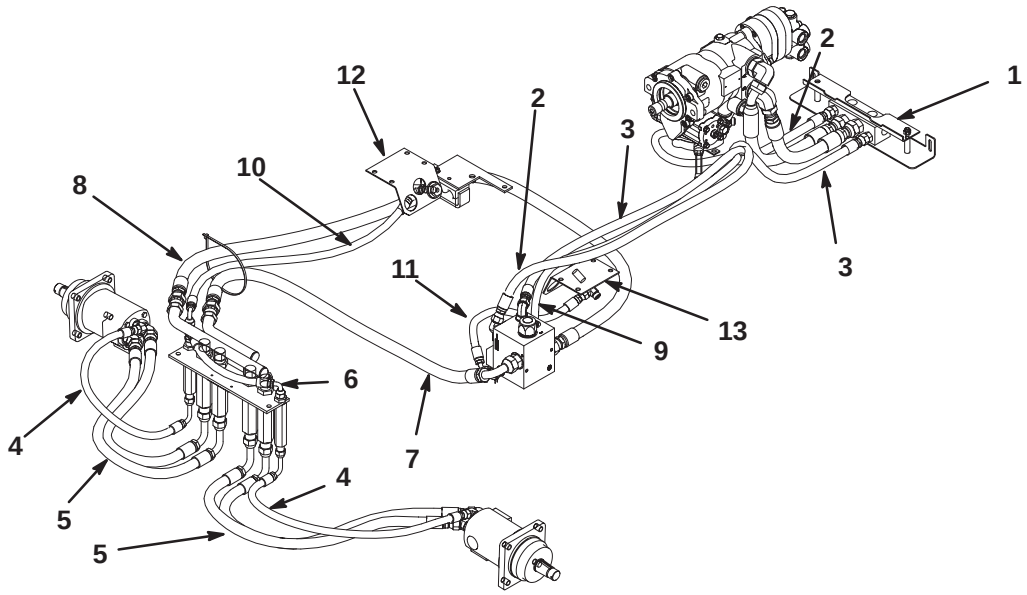
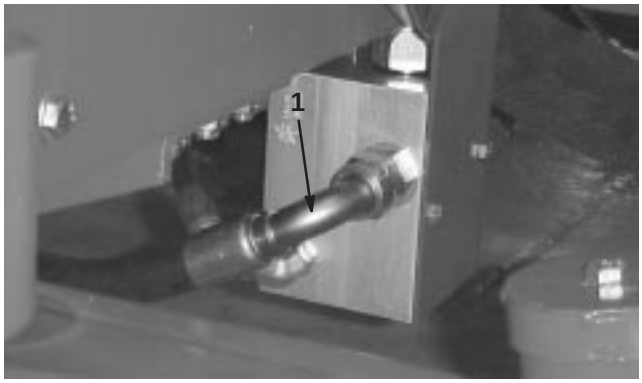

Figure 13
Figure 14
13. Install the remaining hoses, positioning as shown in figure 13. Use figures 14 –17 for reference during installation.